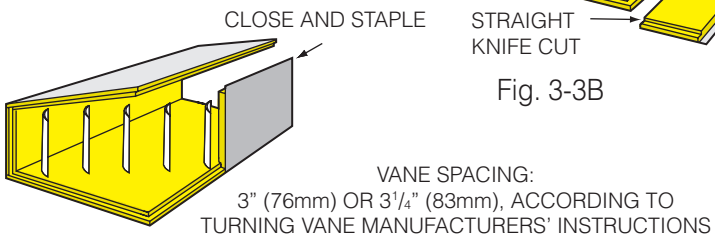

Fig. 3-3C
4. Cut turning vane stock to inside duct height plus $1^1/_2$" (38mm) to $1^3/_4$" (44mm) and insert in sockets in bottom of panel (Fig.3-3C). Orient vanes to direct air parallel to axis of next duct section. Install per turning vane manufacturer recommendations.
5. Close fitting and staple longitudinal seam (Fig. 3-3C).